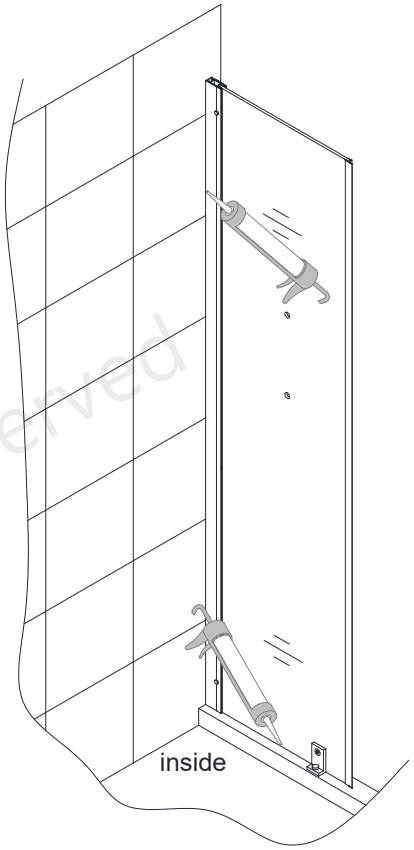

Fig 9
9. Apply a good quality mildew-resistant silicone along the connection of the **Wall Profile** to the wall and the **Panel Glass** to the threshold. **(Fig 9)**